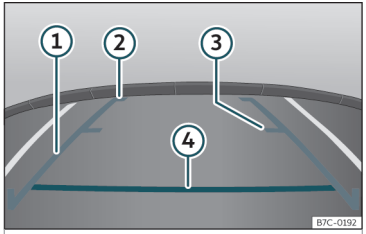

Fig. 248 Visualización en la pantalla del sistema Easy Connect: líneas de orientación.
- **La carga del vehículo modifica la representación de las líneas de orientación ››› fig. 248. La anchura que las mismas representan, disminuye con el nivel de carga. Ponga atención al entorno cuando el interior o el maletero están cargados.**
Significado de las líneas de orientación ››› fig. 248